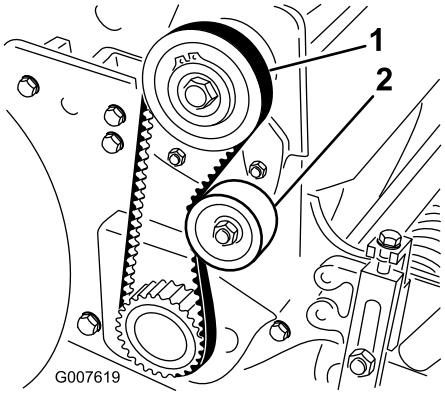

Rysunek 42
2. Sprawdź napięcie, naciskając pas w połowie rozpiętości między kołami (Rysunek 42) z siłą od 18 do 22 N. Ugięcie paska powinno wynosić 6 mm.
kierunkiem ruchu wskazówek zegara w stronę tylnej części paska aż do uzyskania wymaganego napięcia paska (Rysunek 42).